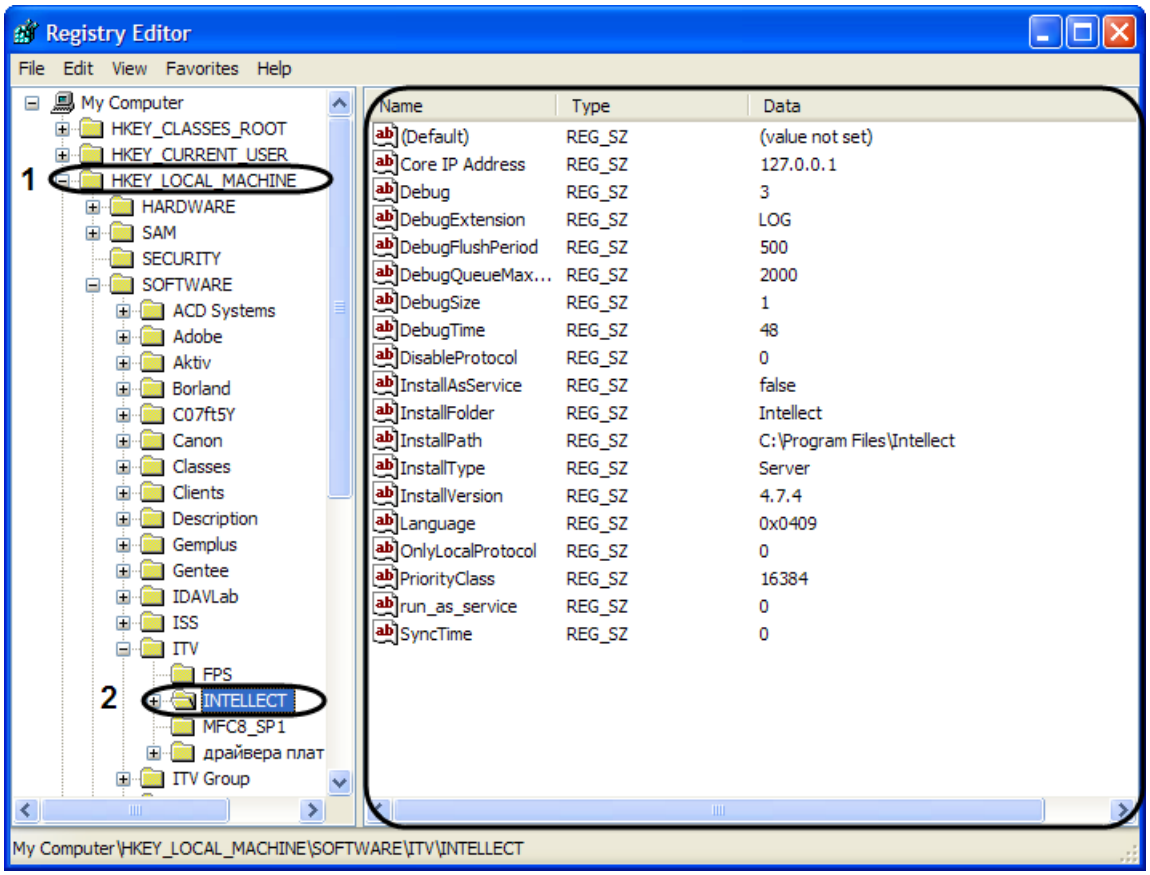

Figure 13.1-13. Selecting a folder in the tree
1. Select the required branch and click the plus icon (Figure 13.1-13). All folders (keys) inside this branch will be displayed.